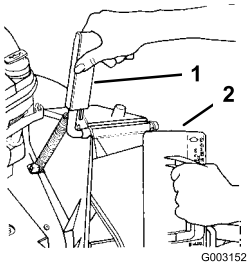

Bild 7
1. Öffnen Sie die Auswurfkanalklappe, indem Sie den Griff nach vorne ziehen und nach hinten bewegen (Bild 7). Halten Sie den Griff der Auswurfkanalklappe, damit sie nicht unter Federdruck zurückspringen kann, während Sie die Abdeckung einsetzen.
2. Drehen Sie, da die Abdeckung etwas breiter als die Öffnung des Auswurfkanals ist, diese beim Einführen leicht nach rechts (Bild 7).